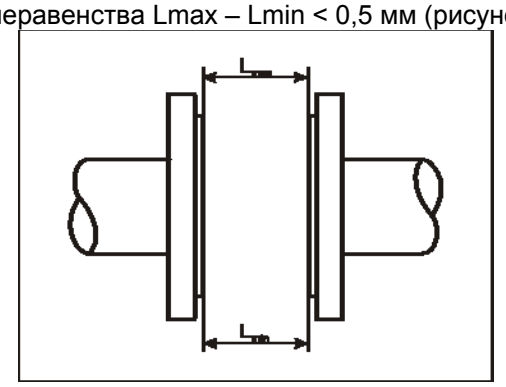

Рисунок 5 — Определение отклонения фланцев трубопровода от параллельности
2.2.2.3 Монтаж датчиков расхода бесфланцевой конструкции следует производить с помощью шпилек. Фланцы трубопроводов должны быть соосны и плоскопараллельны друг другу (рисунок 5), что достигается применением при сварке специального габаритного имитатора датчика расхода.
2.2.2.6 Наибольшее допускаемое отклонение ответных фланцев на трубопроводе от параллельности должно определяться из неравенства Lmax – Lmin < 0,5 мм (рисунок 5).